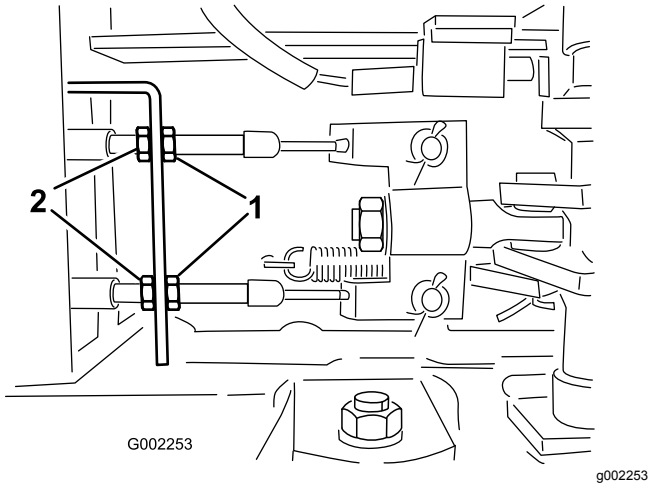

Figura 57
5. Afloje las tuercas delanteras de los cables de freno, debajo del extremo delantero del fumigador (Figura 57).
6. Apriete las tuercas traseras en la misma cantidad hasta que el pedal de freno recorra entre 1 a 2 cm (½" a 1") antes de que se note resistencia (Figura 57).